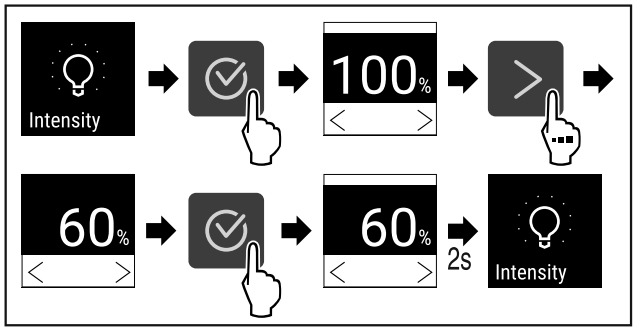

Fig. 71
▶ Ejecutar los pasos (consulte Fig. 71) .